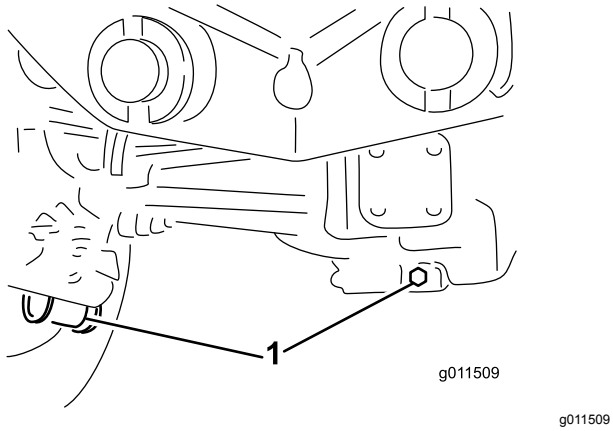

**Figur 71**
2. Rengjør områdene rundt de tre tappepluggene, én på hver ende og én i midten (Figur 71).